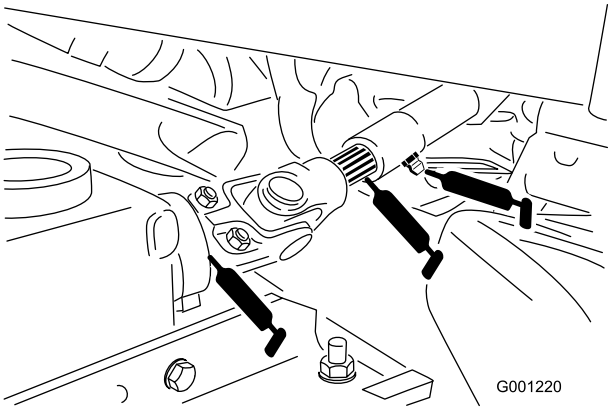

Figur 36
- Kraftuttakets universalaksel (Figur 36)